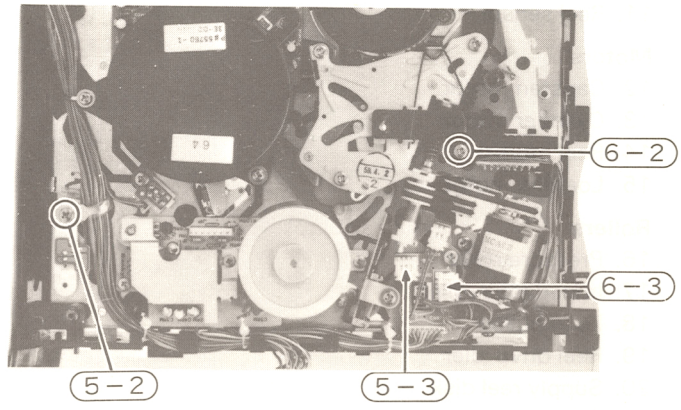

**Fig. 23 Switches**
**5. Cassette holder switch (Fig. 23)**
**6. Mechanism state switch (Fig. 23)**